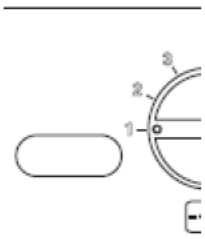
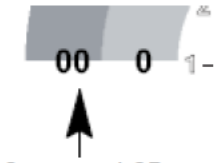

рис. 5.59
рис. 5.60
• Установите ручки 2 и 3 как показано на рис. 5.59 .
• Для настройки времени частоты розжига, нужно войти в программирование, удерживая 15 секунд кнопку «сброс» 4 (см. рис. 5.59) пока на дисплее LCD не появится параметр P01;
• Жмите кнопку «сброс» 4 (см. рис. 5.59), для перехода к параметру P10, для настройки времени частоты розжига; на дисплее LCD отобразится следующее (изображение P10 чередуется с 88).
• Чтобы поменять настройку поверните ручку 2 (см. рис. 5.59), установив её на выбранное время. На рис. 5.60 вы можете увидеть пример ручки, установленной на частоту розжига 3 минуты.
Интервал настройки ручки 2 на рис. 5.60 соответствует прочитанному значению на дисплее LCD приблизительно 44 (90 секунд) и это значение можно менять до приблизительно 255 (8 ½ минут); на дисплее изображение P10 чередуется с 60.